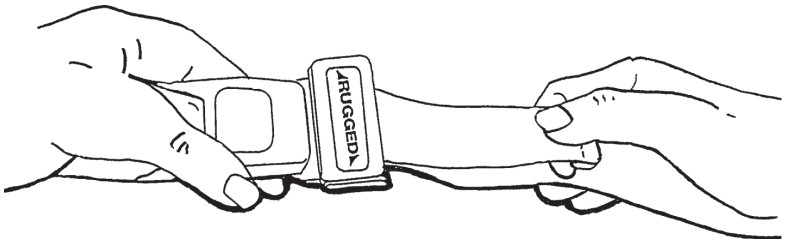

Figure 48
- **To lengthen the restraint**, grasp the buckle latch plate, turn it at an angle to the webbing, then pull it out (Figure 48). A hemmed tab at the end of the webbing prevents the latch plate from coming off of the strap.
- **To shorten the restraint**, grasp the hemmed tab and pull the webbing back through the latch plate until the required tightness is achieved (Figure 48).